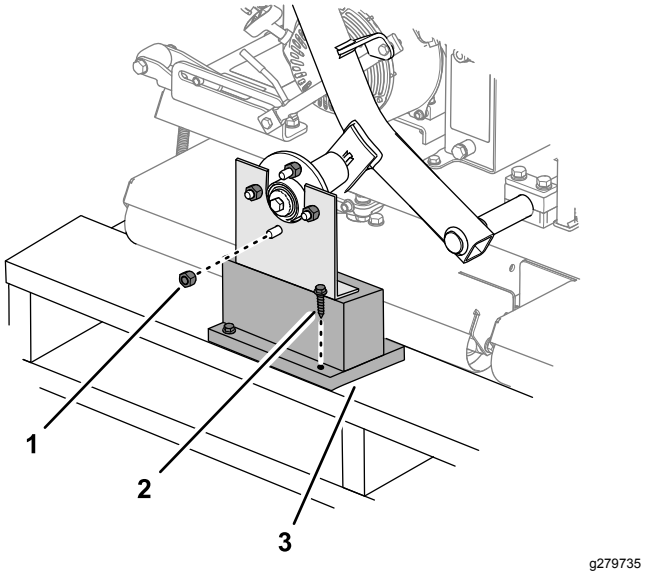

Figura 3
1. Retire as porcas de roda que fixam os cubos das rodas ao suporte de expedição (Figura 3).
2. Retire a outra porca da roda enroscada no parafuso do cubo da roda (Figura 3).
3. Retire os parafusos retardadores que prendem os suportes de expedição à palete e retire o suporte (Figura 3).